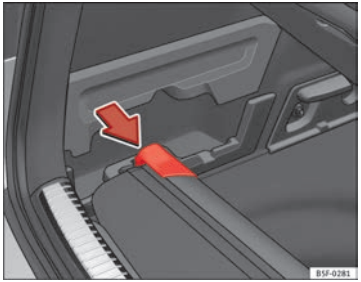

Fig. 97 In the luggage compartment: housing for storing the rear shelf.
- Press the head of the rear shelf in the direction of the arrow until it engages in the housing provided ⇒ Fig. 97.